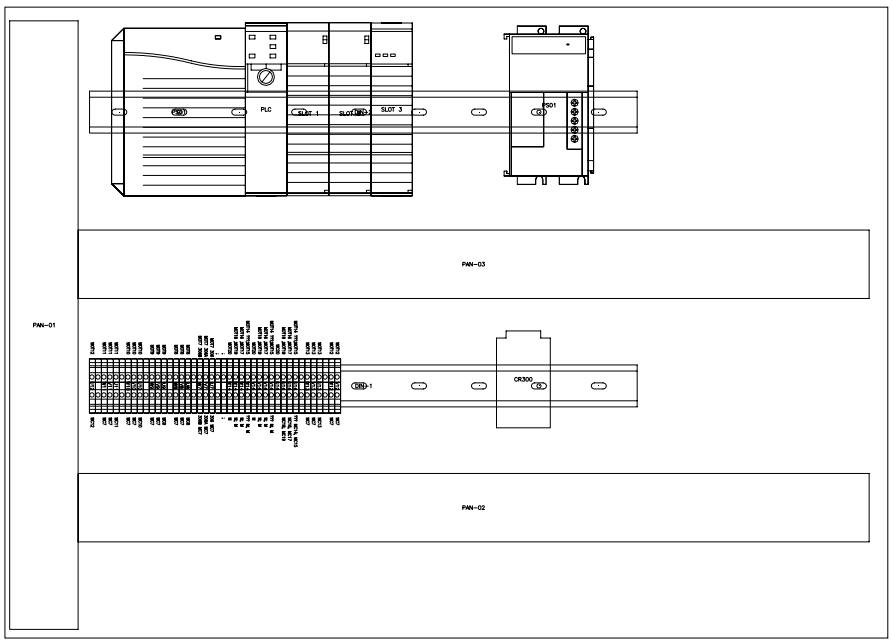

Figure P2-15 *Terminal strip inserted in the drawing*
9. Choose the **Insert** button. Next, enter **11.25,9** at the Command prompt and press ENTER; the **Terminal Strip Editor** dialog box is displayed again. Choose the **OK** button in this dialog box; the **Terminal Strip Selection** dialog box is displayed. Choose the **Done** button in this dialog box; the terminal strip is inserted in the drawing, as shown in Figure P2-15.